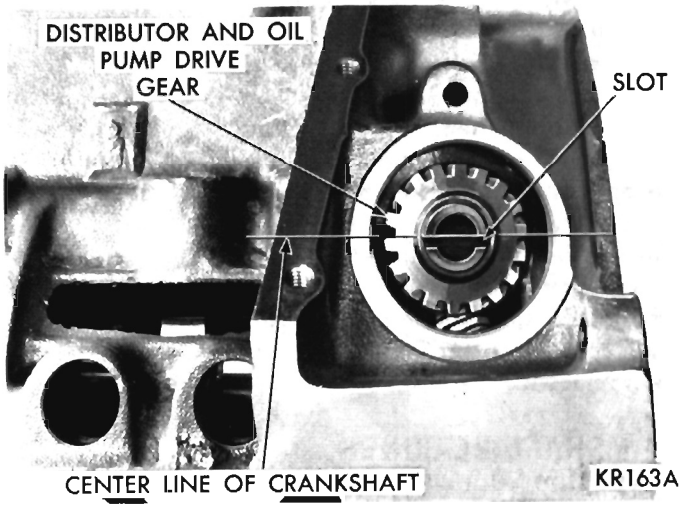

Fig. 30—Distributor Drive Gear Installed
(1) Rotate crankshaft until No. 1 cylinder is at top dead center on the firing stroke.
(2) When in this position, the straight line on the vibration damper should be under "O" on timing indicator.
(3) Coat shaft and drive gear with engine oil. Install the shaft so that after gear spirals into place, it will index with the oil pump shaft, so slot in top of drive gear will be parallel with center line of crankshaft (Fig. 30).